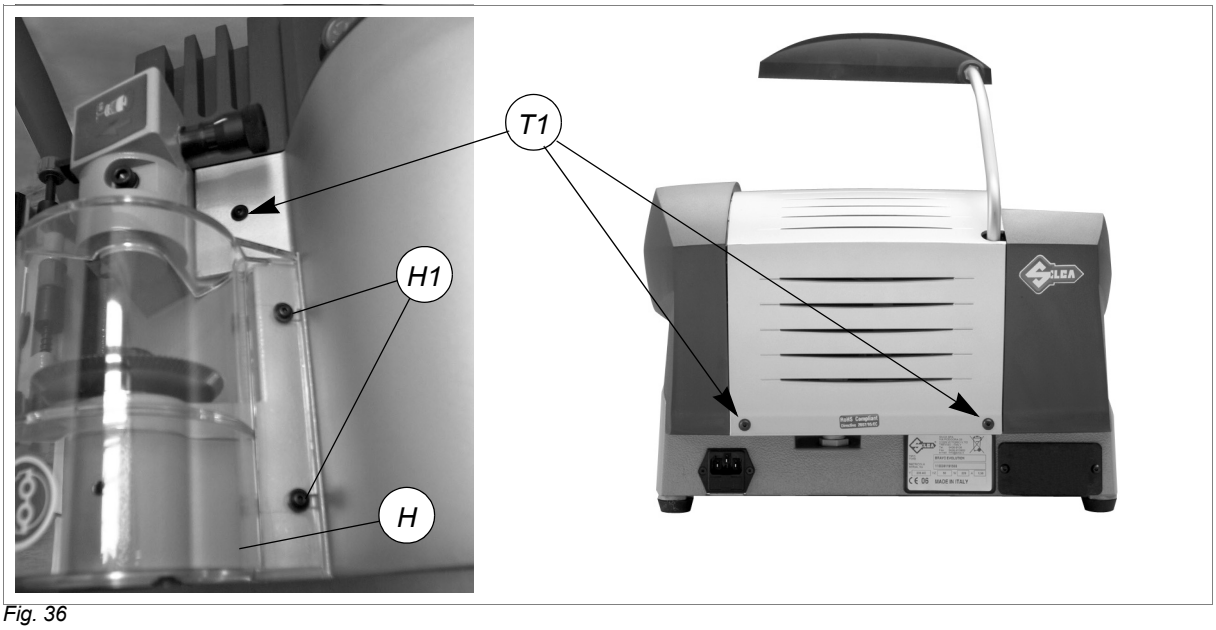

Fig. 36
2) Loosen the 2 screws (H1) on the cutter cover (H) and remove (fig.36).
2) Loosen the 2 screws (H1) on the cutter cover (H) and remove (fig. 36, page 25).
3) Loosen the 3 screws (T1) on the central cover (fig.36), raise slightly and remove, tipping a little.
7) Replace the central cover and fix with the 3 screws (T1) (fig. 36, page 25).
5) Loosen the 2 screws (H1) on the cutter cover (H) and remove (fig. 36, page 25).
6) Loosen the 3 screws (T1) on the central cover, raise slightly and remove, tipping a little (fig. 36, page 25).
17) Replace the central cover and fix with the 3 screws (T1) (fig. 36, page 25).
18) Replace the cutter cover and fix with the 2 screws (H1) (fig.36).